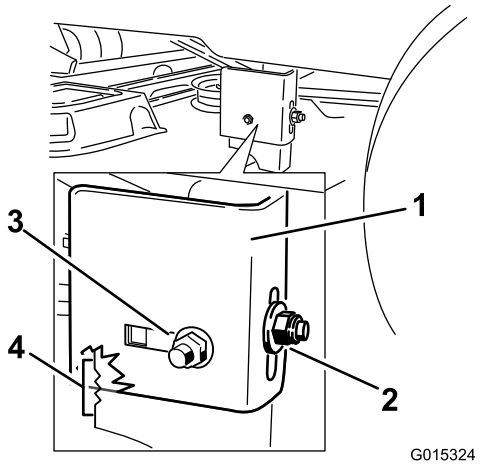
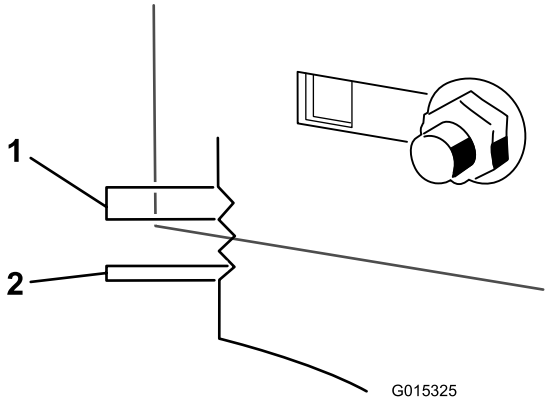

Figur 60
Figur 61
8. Lossa den bakre låsmuttern på hållarfästet (Figur 60).
9. Lossa sidolåsmuttern på hållarfästet såpass mycket att du kan justera hållaren (Figur 60). Använd skårorna på det fastsvetsade fästet för att mäta justeringen. Varje skåryta motsvarar 6,35 mm medan en sida är 3,175 mm (Figur 61). Justera höjden på klippdäcket till önskad höjd.
10. Stoppa däcket i det justerade läget och dra åt sidolåsmuttern på hållarfästet för att hålla kvar det nya läget (Figur 60). Dra åt den bakre låsmuttern på hållarfästet.